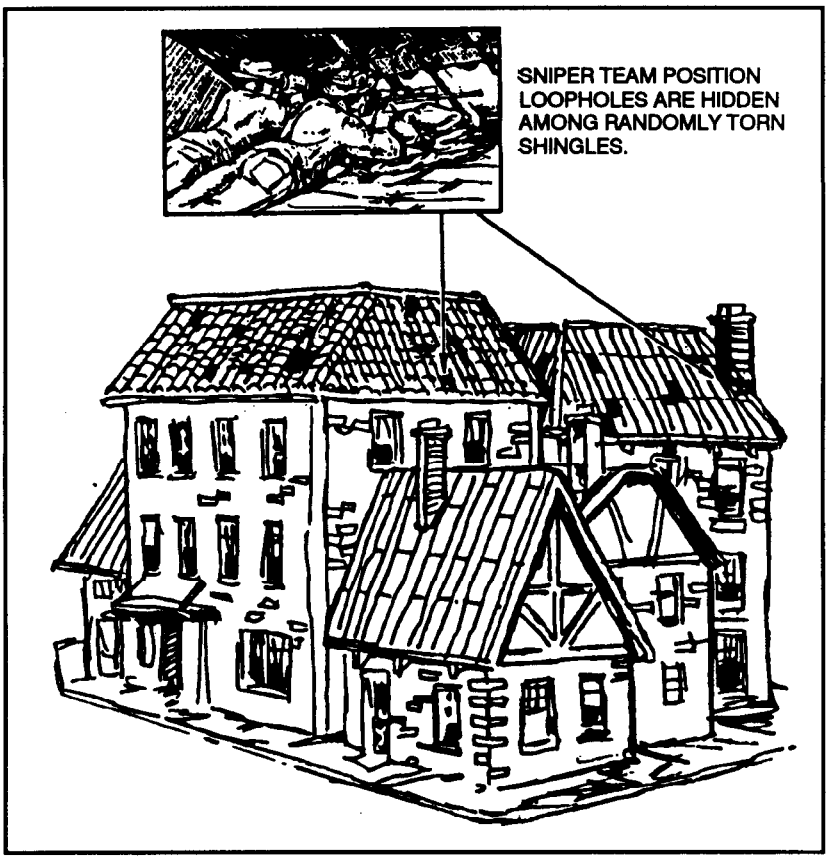

Figure 4-15. Rafter hide positions.
(3) ***Rafter hide position.*** The sniper team constructs a rafter hide position in the attic of an A-frame-type building. These buildings normally have shingled roofs (A and B, Figure 4-15). Firing from inside the attic around a chimney or other structure helps prevent enemy observation and fire.